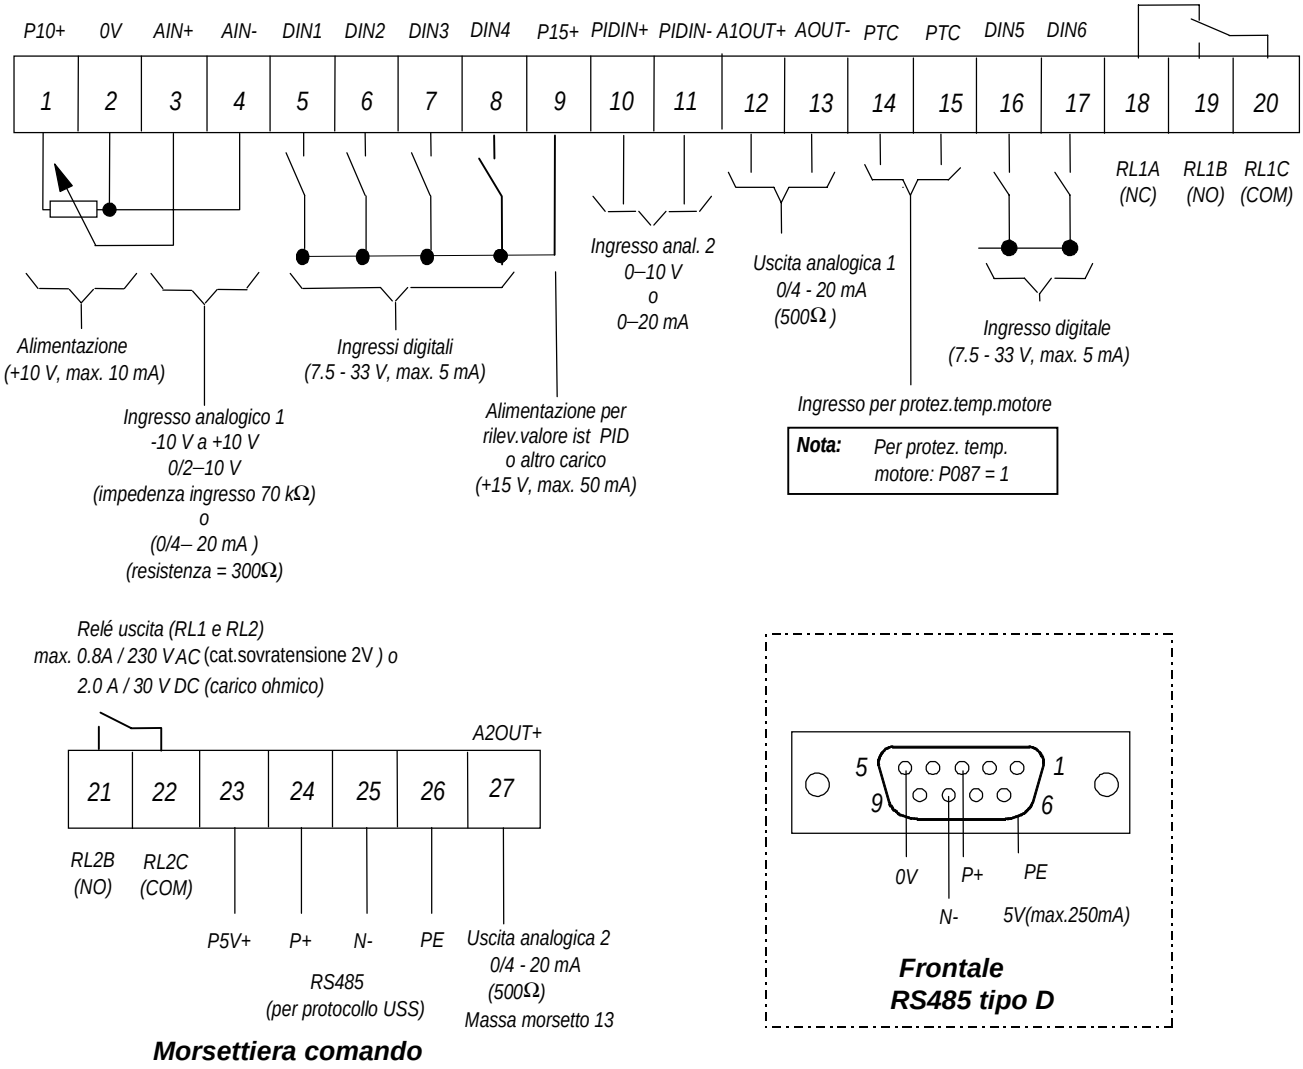
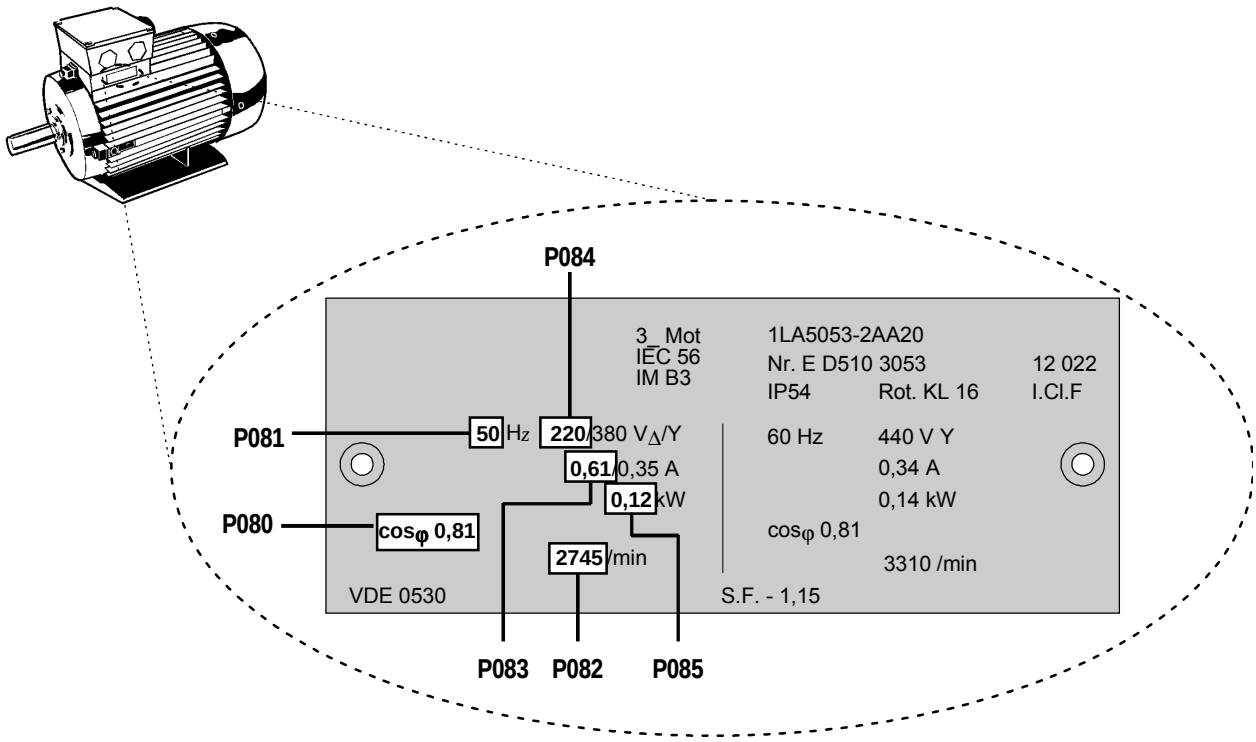

Fig. 3.2.2: Allacciamenti di comando - MIDIMASTER Vector
Fig. 4.2.1: esempio di una targa dati motore
(1) Il convertitore è equipaggiato senza interruttore principale di rete e quindi, quando è allacciato alla rete, sta sempre sotto tensione. Attende con uscita bloccata fino a che non venga premuto il tasto ON oppure attende un segnale digitale ON p.e. attraverso il morsetto 5 (ON – a destra) o il morsetto 6 (ON – a sinistra) – *vedi parametri P051 - P055 e P356*.
(2) Nel caso sia stato fissato che debba essere indicata la frequenza di uscita (P001 = 0), fino a che il convertitore non è in servizio, viene indicato il riferimento corrispondente ogni 1,5 secondi circa.
(3) Il convertitore è programmato in fabbrica per impieghi standard con motori normalizzati a 4 poli della Siemens. Per impiego di altri motori devono essere introdotti i dati di targa del motore nei parametri da P080 a P085 *(vedi fig. 4.2.1)*. **Fare attenzione che questi parametri sono accessibili solo se sia stato impostato P009 su 002 o 003.**
(1) Collegare il morsetto di comando 5 con il morsetto 9 con un semplice interruttore On/Off. Con ciò il convertitore viene impostato per rotazione a destra (taratura standard).
(2) Rimettere la copertura ed alimentare con tensione il convertitore. Impostare il parametro P009 su 002 o 003, per consentire la taratura di tutti i parametri.
(3) Impostando il parametro P006 a 000 tarare il canale di riferimento su valori digitali.
(4) Con la taratura del parametro P007 a 000 viene attivata la morsettiera di comando (nel caso presente DIN1 (morsetto 5)) e vengono bloccati gli elementi di servizio sulla piastra frontale.
(5) Tarare il parametro P005 sul riferimento di frequenza desiderato.
(6) Tarare i parametri da P080 a P085 corrispondentemente alla targa dati del motore *(vedi fig. 4.2.1)*.
(7) Inserire l'interruttore On/Off esterno. Il convertitore alimenta il motore con la frequenza impostata in P005.
(2) Allacciare alla morsettiera di comando un potenziometro 4,7 kΩ come indicato in fig. 2.2.4 e 2.2.6 (MMV) opp. fig. 3.2.2 e 3.2.4 (MDV) o collegare il morsetto 2 (0V) con morsetto 4 e mettere un segnale 0 - 10 V al morsetto 2 (0V) e morsetto 3 (AIN+).
(3) Impostare i selettori DIP 1, 2 e 3 per la configurazione dell'ingresso analogico su ingresso di tensione 0 - 10V *(vedi fig. 3.2.2-3.2.4, capitolol 4.1.2)*.
(4) Rimettere la copertura ed alimentare con tensione il convertitore. Impostare il parametro P009 su 002 o 003, per consentire la taratura di tutti i parametri.
(5) Impostando il parametro P006 a 001 tarare il canale di riferimento su valori analogici.
(6) Con la taratura del parametro P007 a 000 vengono bloccati morsettiera di comando e gli elementi di servizio sulla piastra frontale.
(7) Tarare con i parametri P021 e P022 la minima e la più alta frequenza di uscita.
(8) Tarare i parametri da P080 a P085 corrispondentemente alla targa dati del motore *(vedi fig. 4.2.1)*.
(9) Inserire l'interruttore On/Off esterno. Girare il potenziometro (o regolare la tensione analogica di comando) fino a che venga indicata la frequenza desiderata sul convertitore. Il motore gira ormai con la velocità desiderata.